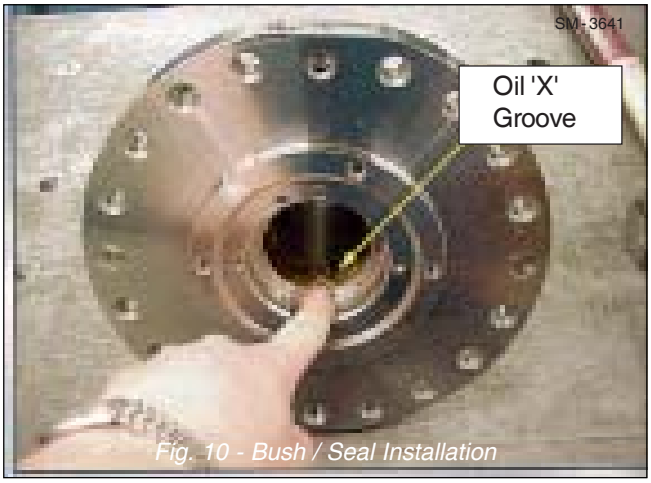

Fig. 10 - Bush / Seal Installation
1. Install brass bushing into bore of Hub carrier (50). Ensure oil groove on the bush is at the bottom of the assembly location i.e. at the opposite end from the flat face which is on the outer diameter of the hub carrier (50). Refer to Fig. 10.